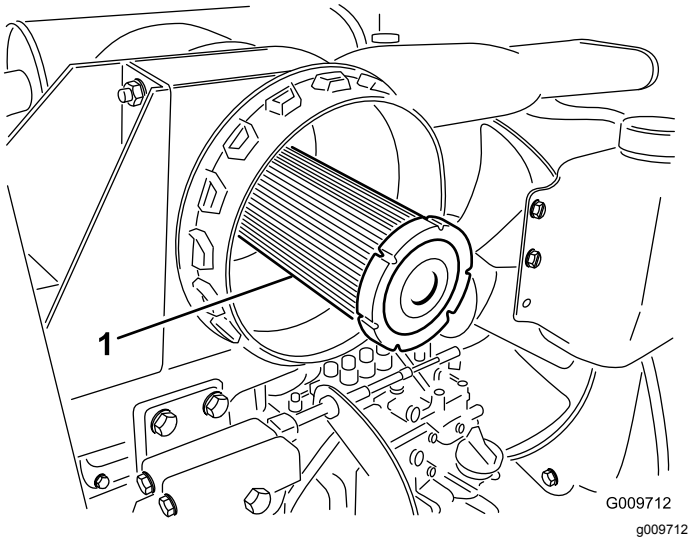

**Figuur 52**
***Belangrijk:*** **Probeer nooit een veiligheidsfilter te reinigen (Figuur 52). Plaats steeds een nieuw veiligheidsfilter als het voorfilter 3 onderhoudsbeurten heeft gehad.**